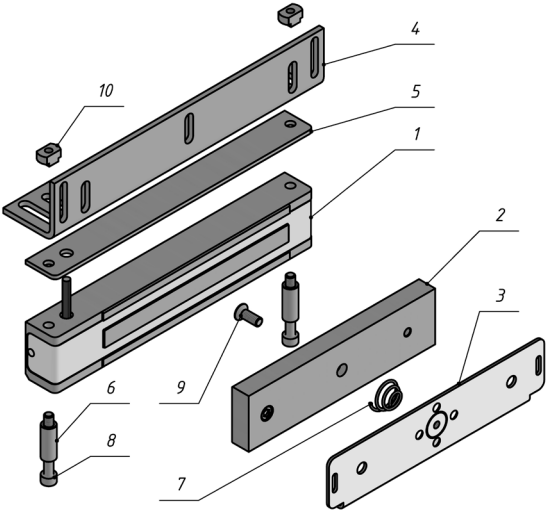

Рисунок 1 – Комплект поставки замка ALM-400FP
4.6 Винт крепления якоря (поз.9 рис.1) необходимо затянуть с усилием, достаточным для исключения его отворачивания в процессе эксплуатации. Рекомендуется ставить винт на стопорящий герметик типа «Анатерм» или на нитрокраску НЦ.